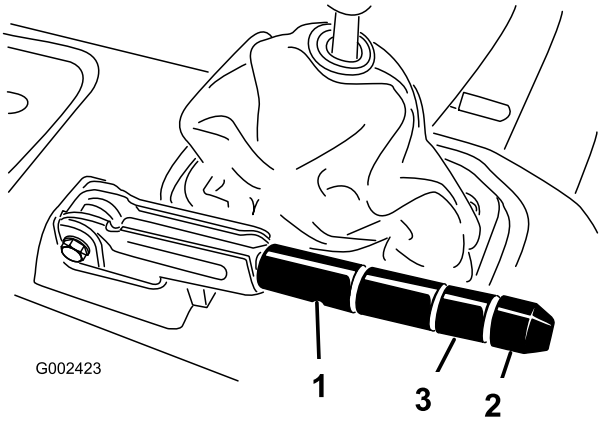

Figuur 61
2. Draai de stelschroef los waarmee de knop is bevestigd aan de parkeerremhendel (Figuur 61).